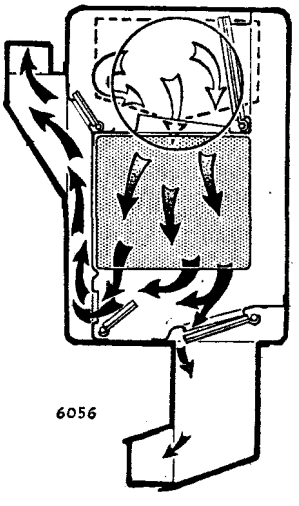

Fig. 7. *De-icing screen*
4. In the "DE-ICE" or "MAX" position the "Car Air Outlet Valve" is partially closed thus further increasing the air flow to the windscreen. (Fig. 7).